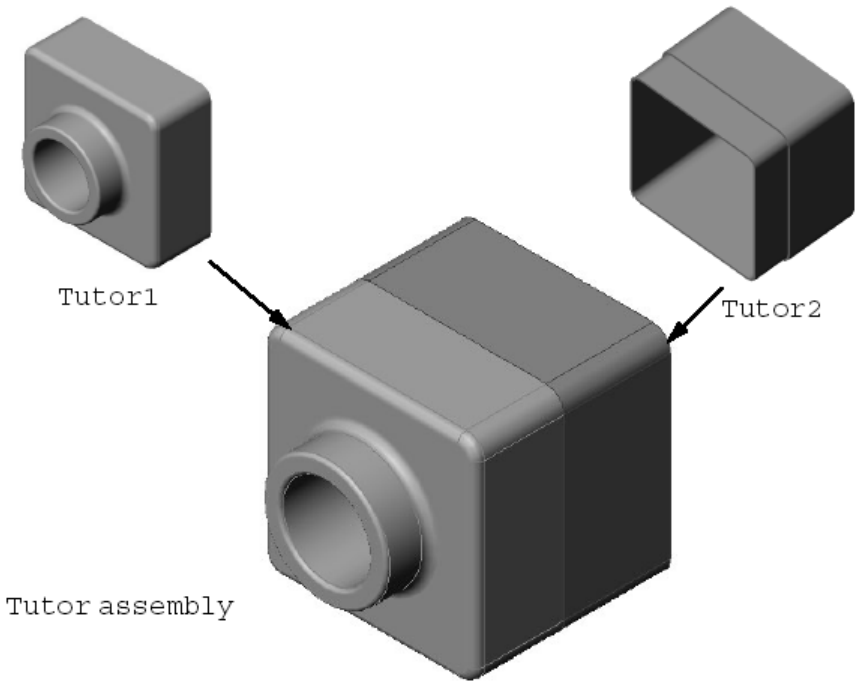

Fig. 10 – Montagem a realizar com os componentes *Tutor1* e *Tutor2*
5) Faça no *SolidWORKS* a montagem do componente *Tutor1* com o componente *Tutor2*, *Fig. 10* e *Fig. 11*.